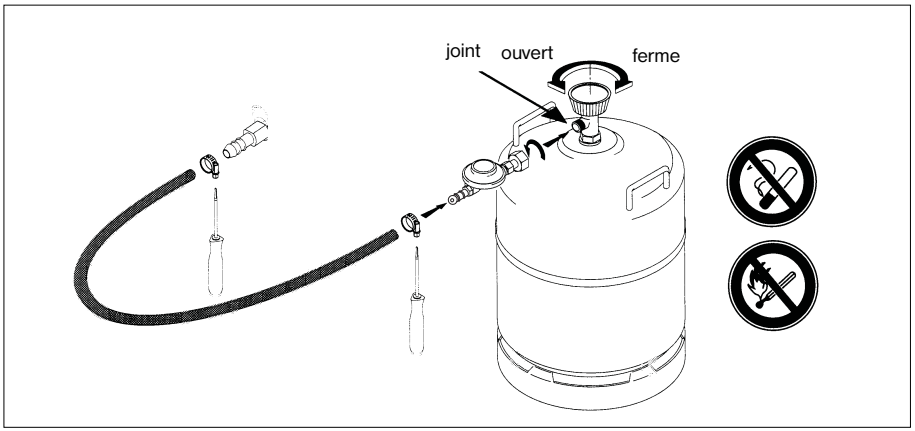

Figure 6
10.4.1. Raccordement d'une bouteille de gaz à robinet intégré (Figure 6)